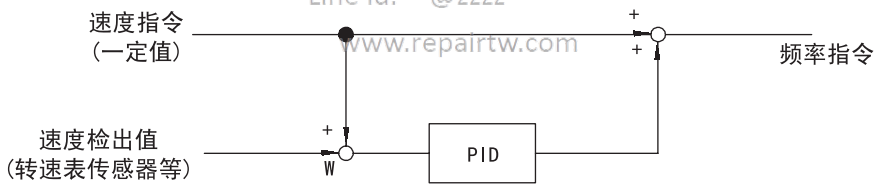

图 7.25　设定值 3，4 的应用举例
• 图 7.25 所示，设定值为 3.4 的速度控制的应用举例。(SPEC：F 对应）